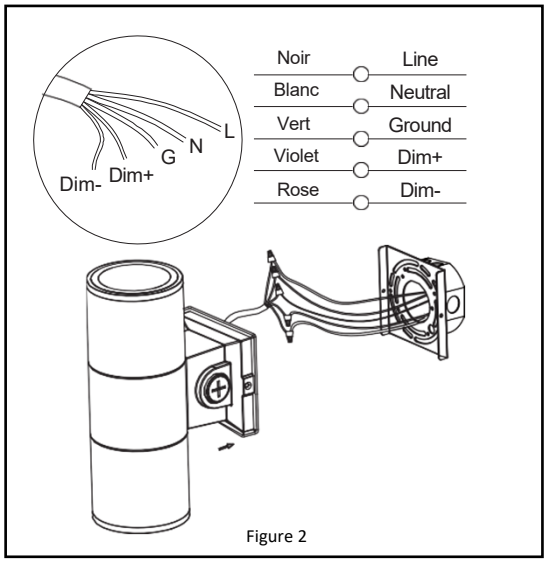

Figure 2
3. Faites les connexions de câblage conformément à la ***Figure 2***.